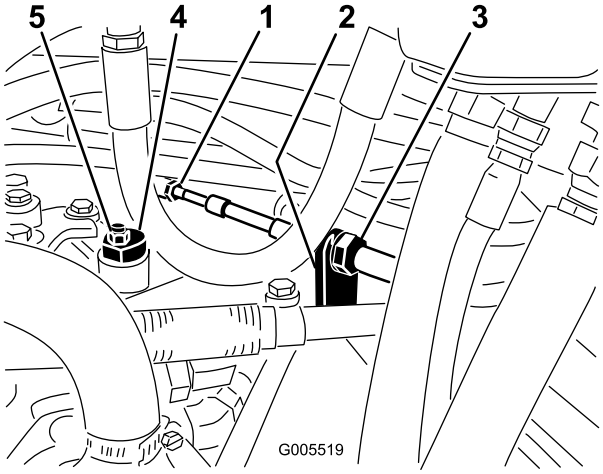

Figuur 51
A. Draai beide contramoeren los waarmee de tractiekabel is bevestigd aan het schutbord op de hydrostaat (Figuur 51). Zorg ervoor dat de contramoeren gelijkmatig en voldoende zijn losgedraaid om afstelling mogelijk te maken.
Opmerking: Draai de moer los waarmee de excentriek is bevestigd aan de bovenkant van de hydrostaat (Figuur 51).
C. Draai aan de excentriek totdat de machine niet meer naar voren of naar achteren kruipt. Als het wielen niet meer draaien, zet u de moer vast waarmee de excentriek en de afstelling worden geborgd (Figuur 51). Controleer de afstelling met de gashendel op LANGZAAM en SNEL.
D. Draai vanaf beide kanten van het schutbord de borgmoeren waarmee de tractiekabel is bevestigd aan het schutbord gelijkmatig vast (Figuur 51). Zorg ervoor dat u de kabel niet verdraait.